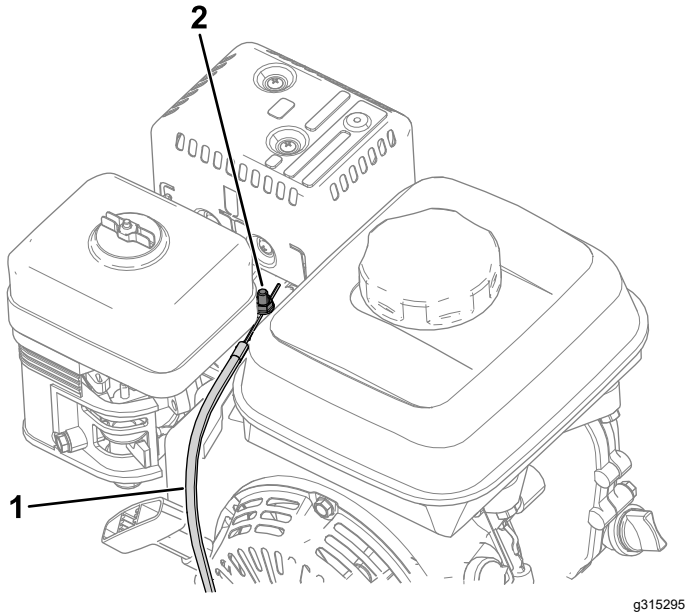

Rysunek 35
4. Poluzuj śrubę na zacisku pancerza linki (Rysunek 35).